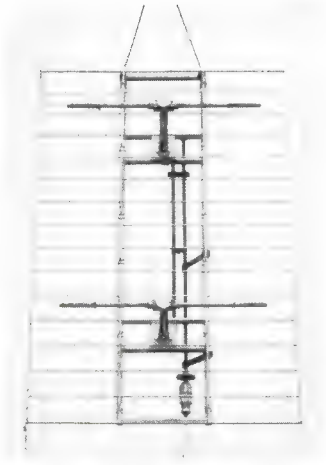
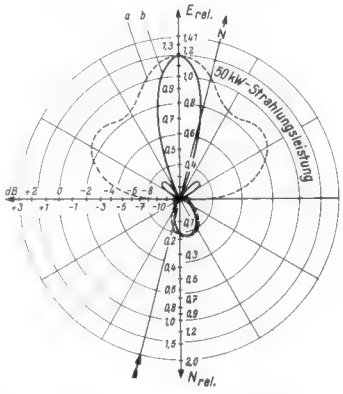

*Bild 5. Breitband-Dipolfeld für UKW-Rundfunk in Band II mit Reflektorgitter*
*Bild 7. Strahlungsdiagramm der UKW-Rundfunkantenne in Band II; a) horizontal, b) vertikal*
*UKW-Rundfunkantenne:* Die Breitband-Richtstrahlfelder dieser Antenne für Band II = 87,5...100 MHz ähneln denen der Fernsehantenne. Sie bestehen entsprechend *Bild 5* aus zwei Halbwellendipolen vor einem Reflektorgitter. Die Einspeisung erfolgt im Strombauch; hier ist das Halterohr isoliert angebracht. Vier Felder der Nordantenne ergeben das Strahlungsdiagramm gemäß *Bild 7*. Abzüglich Kabeldämpfung erzeugt diese Antennenwand eine effektive Strahlungsleistung von 50 kW; auch hier läßt sich durch Neigen der Feldhalterung das Vertikaldiagramm um maximal 20° absenken. Das Stehwellenverhältnis liegt über dem gesamten Band II bei $S \leq 1{,}33$.